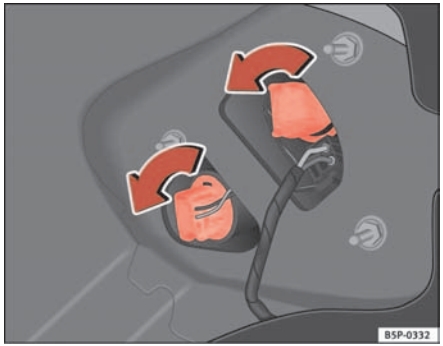

Fig. 187 Lights on vehicle body
– Turn the lampholder anti-clockwise ⇒ fig. 187.